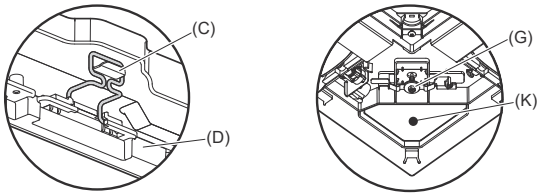

Fig. 9-7
- **Après avoir serré la vis, vérifiez que les deux crochets de la grille (Fig. 9-7) sont en prise avec les crochets de l'appareil principal.**